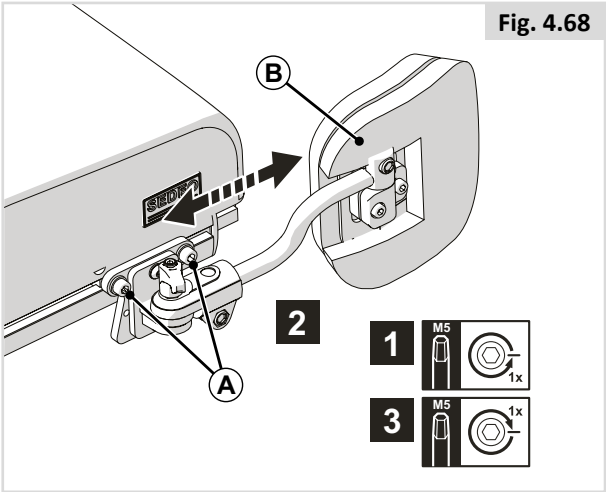

Fig. 4.68
Knee support depth (Fig. 4.68)
- Adjust the lap strap to suit, leaving no more than a hand's width gap for comfort and safety (Fig. 4.68).